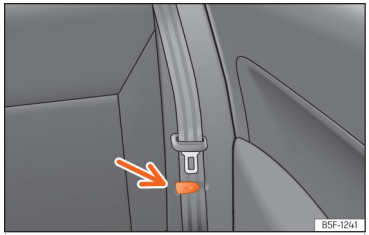

Abb. 95 Rücksitz: Bügel zum Halten des Sicherheitsgurtes.
- Befestigen Sie die seitlichen Sicherheitsgurte am Halter der Verkleidung ››› (Abb. 95).